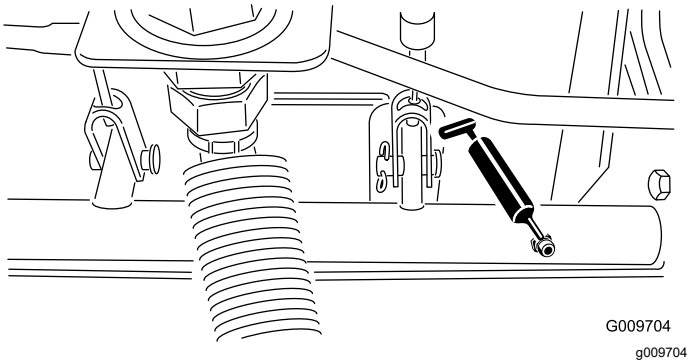

Figuur 79
- Lagers van draaipunt van remas (5) (Figuur 79)